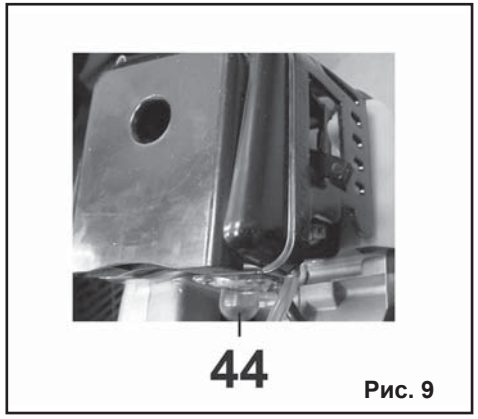

Рис. 9
7.2.4. Нажмите на кнопку (44) насоса ручной подкачки топлива 3-5 раз, для заполнения карбюратора топливом (Рис. 9).